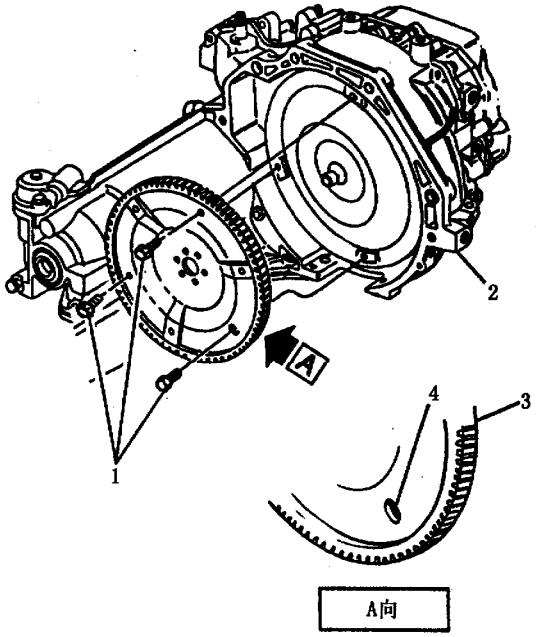

图4－5 飞轮上的长孔
(1) 起动发动机。
(2) 使发动机怠速运转，变速驱动桥在“驻车”或“空档”位置，观察振动情况。
(3) 发动机停转。
(4) 如果有振动，拆下变矩器罩螺栓。
(5) 拆下飞轮与变矩器的连接螺栓。
(6) 将变矩器转动120°（1/3圈）。
(7) 安装变矩器与飞轮的连接螺栓。对于2.3L（VIN 3）车型，应在螺栓上施用密封胶GM P/N（零件号）12345493或类似的产品。
(8) 以62N·m的力矩拧紧变矩器与飞轮的连接螺栓，首先拧紧长孔处的螺栓（见图4－5），然后拧紧其余两个螺栓。